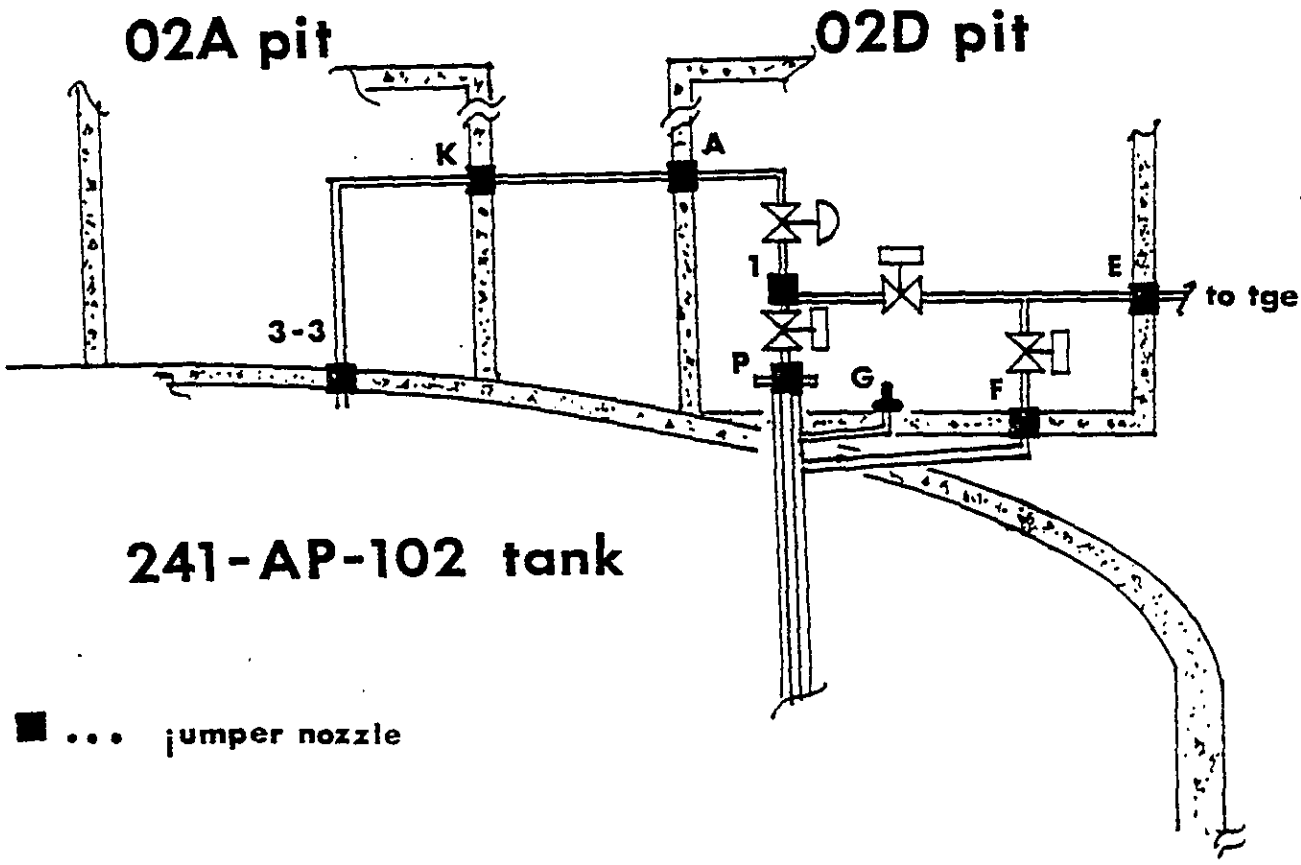

FIGURE 1 102-AP JUMPERS
3. Jumper routing confirmed per Figure 1 _____